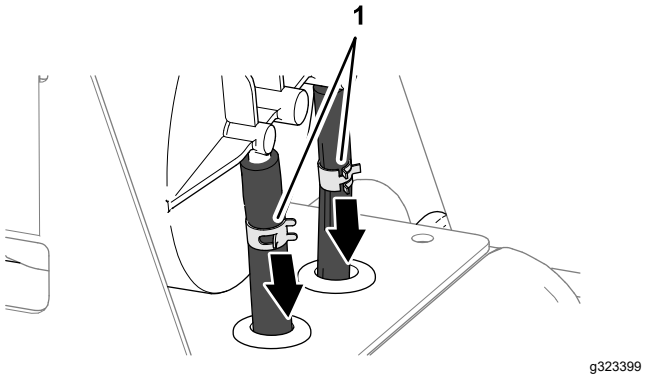

Figura 84
3. Afloje las 2 abrazaderas que sujetan las mangueras a los acoplamientos del cartucho de carbón (Figura 84).